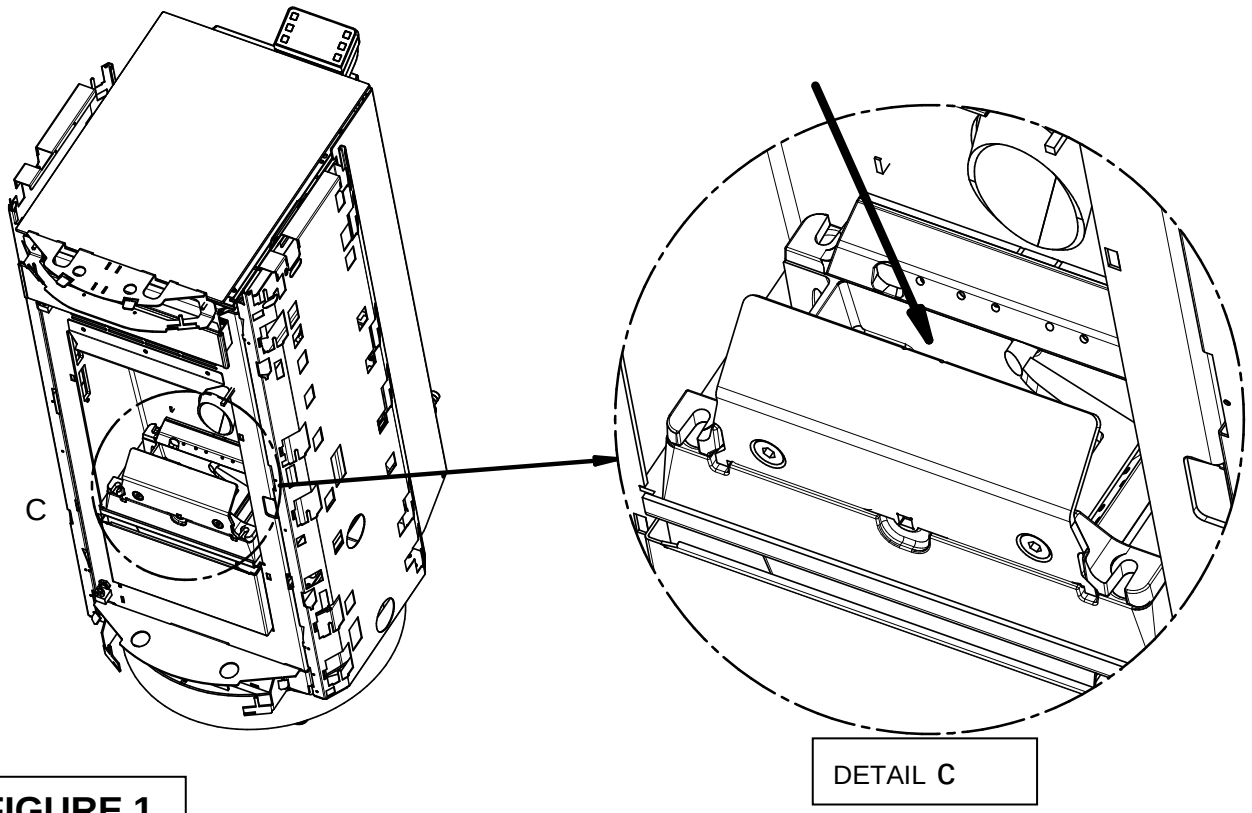

FIGURE 1
• Thoroughly clean the burner (Figure 1) with a vacuum cleaner; carefully clean the area around the spark plug. This is to ensure that the appliance operates correctly and to avoid start up failures.
• Open the firebox door and check that the area where the Pelletpower® scraper works is sediment-free (Figure 1).
• Check that the holes of the burner and the heater lodging channel is completely sediment-free. If necessary vacuum and clean (Figure 1)